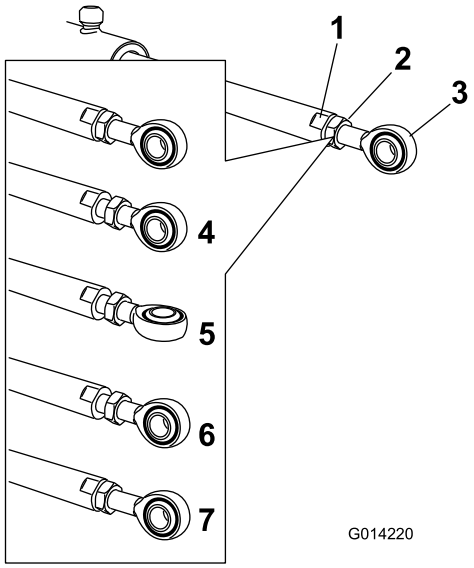

Figur 61
5. Använd en skiftnyckel på manövreringsstångens platta sidor för att hålla fast den och lossa sedan kontramuttern så att du kan reglera öglestången (Figur 61).
6. Vrid öglestången i manövreringsstången för att förkorta eller förlänga det utökade manövreringsorganet till önskat läge (Figur 61).